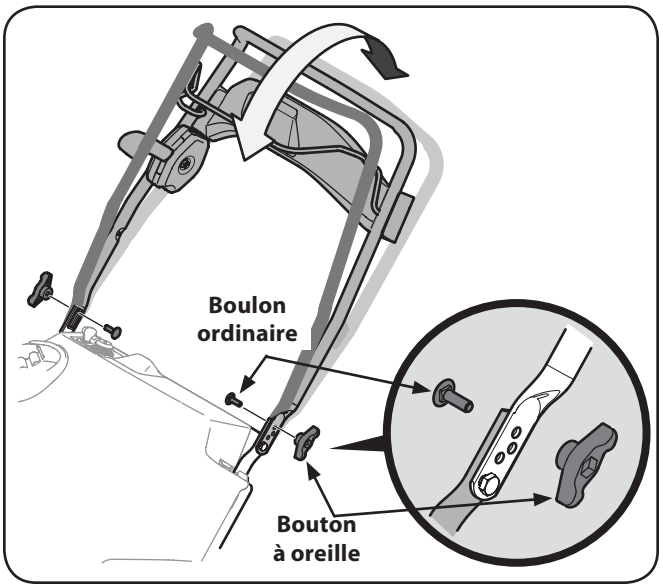

Figure 3-3
3. Le guidon peut être réglé à trois positions différentes. Placez le guidon à la position voulue, puis installez les boutons à oreilles et les boulons ordinaires dans les trous appropriés pour bien fixer le guidon. Voir la Fig. 3-3.